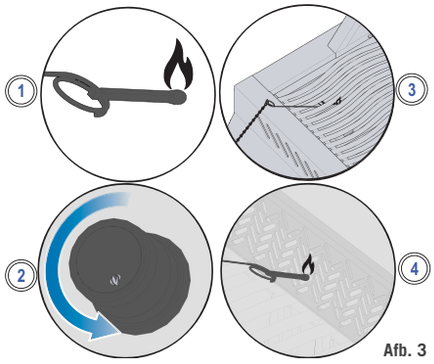

Afb. 3
3. Draai ondertussen de betreffende branderknop naar de hoge stand. (Afb. 3)